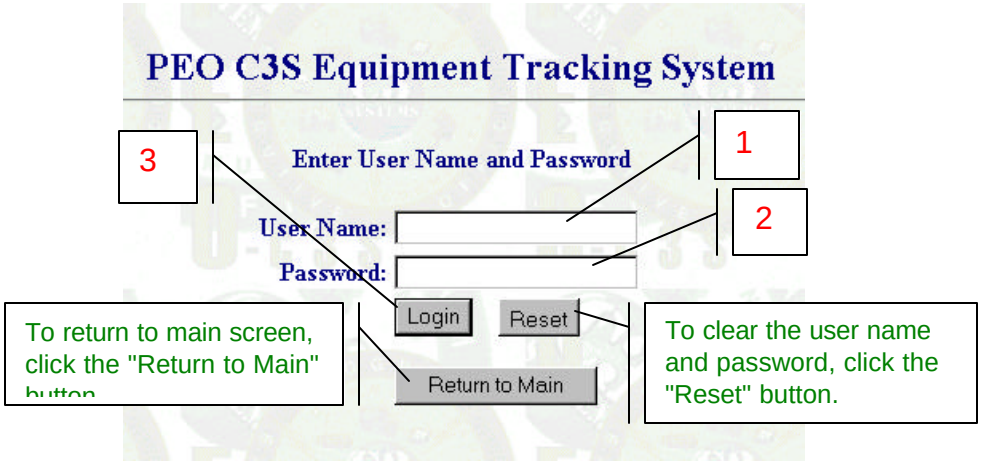

Figure 2-2. Login Screen (Login.asp).
c. Select Equipment Tracking System on the PEO C3S Database Management System Welcome Screen (Web Page) (1, Figure 2-1), click the << Login >> button (2), and the PEO C3S Force Structure/Fielding Schedule System Login screen (Figure 2-2) will appear.
a. In the "User Name" block (1, Figure 2-2), type in "Administrator".